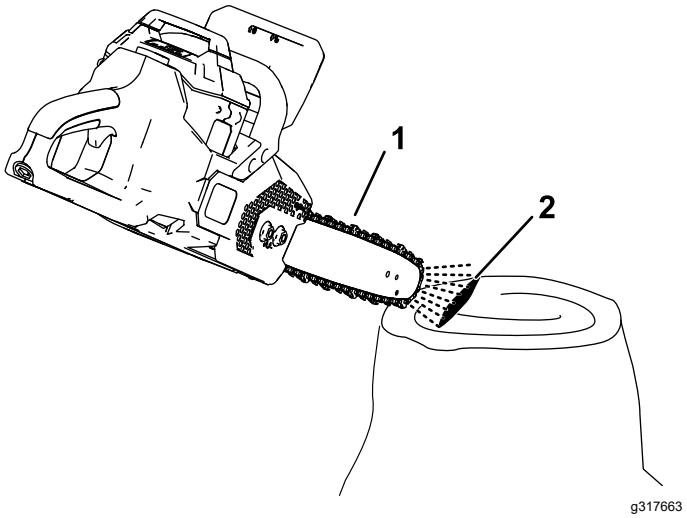

Rysunek 26
2. Aby zapewnić przepływ oleju do łańcucha nakieruj czubek prowadnicy piły łańcuchowej tak, aby znalazł się kilka centymetrów nad powierzchnią (np. papieru, kartonu, pnia) i uruchom piłę łańcuchową. Na powierzchni powinna być widoczna lekka mgiełka oleju (Rysunek 26).